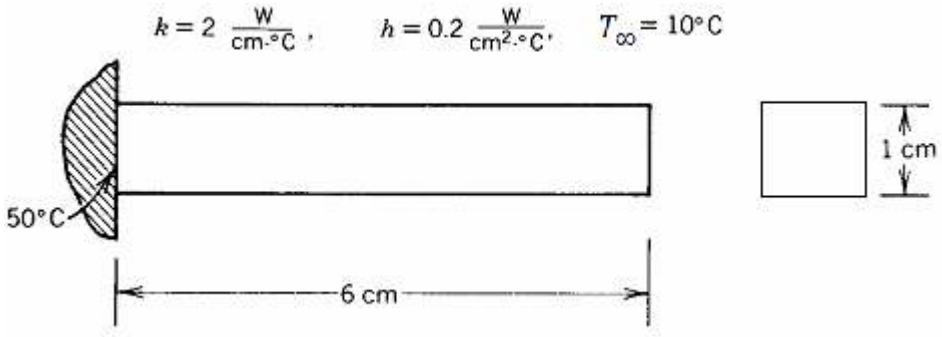

Figure 6
Q.5 (a) Determine the temperature distribution in the square fin shown in figure 6 using two elements. Assume that the convection heat loss occurs from the end of the fin. Model the problem using two elements. **06**